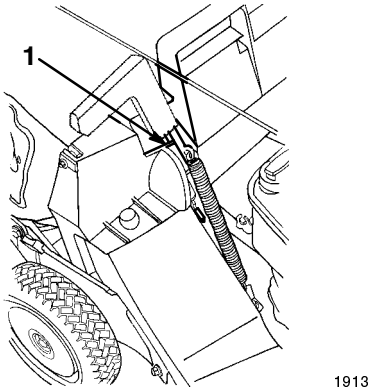

Figure 20
5. Pull the discharge door handle forward and move the handle rearward until the pin locks in the bag notch (Fig. 20).